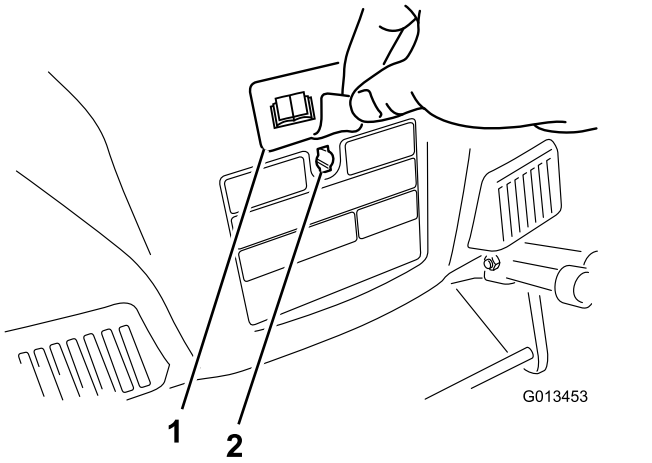

Figuur 5
3. Verwijder de sticker over het spiegat in de achterzijde van de behuizing (Figuur 5).